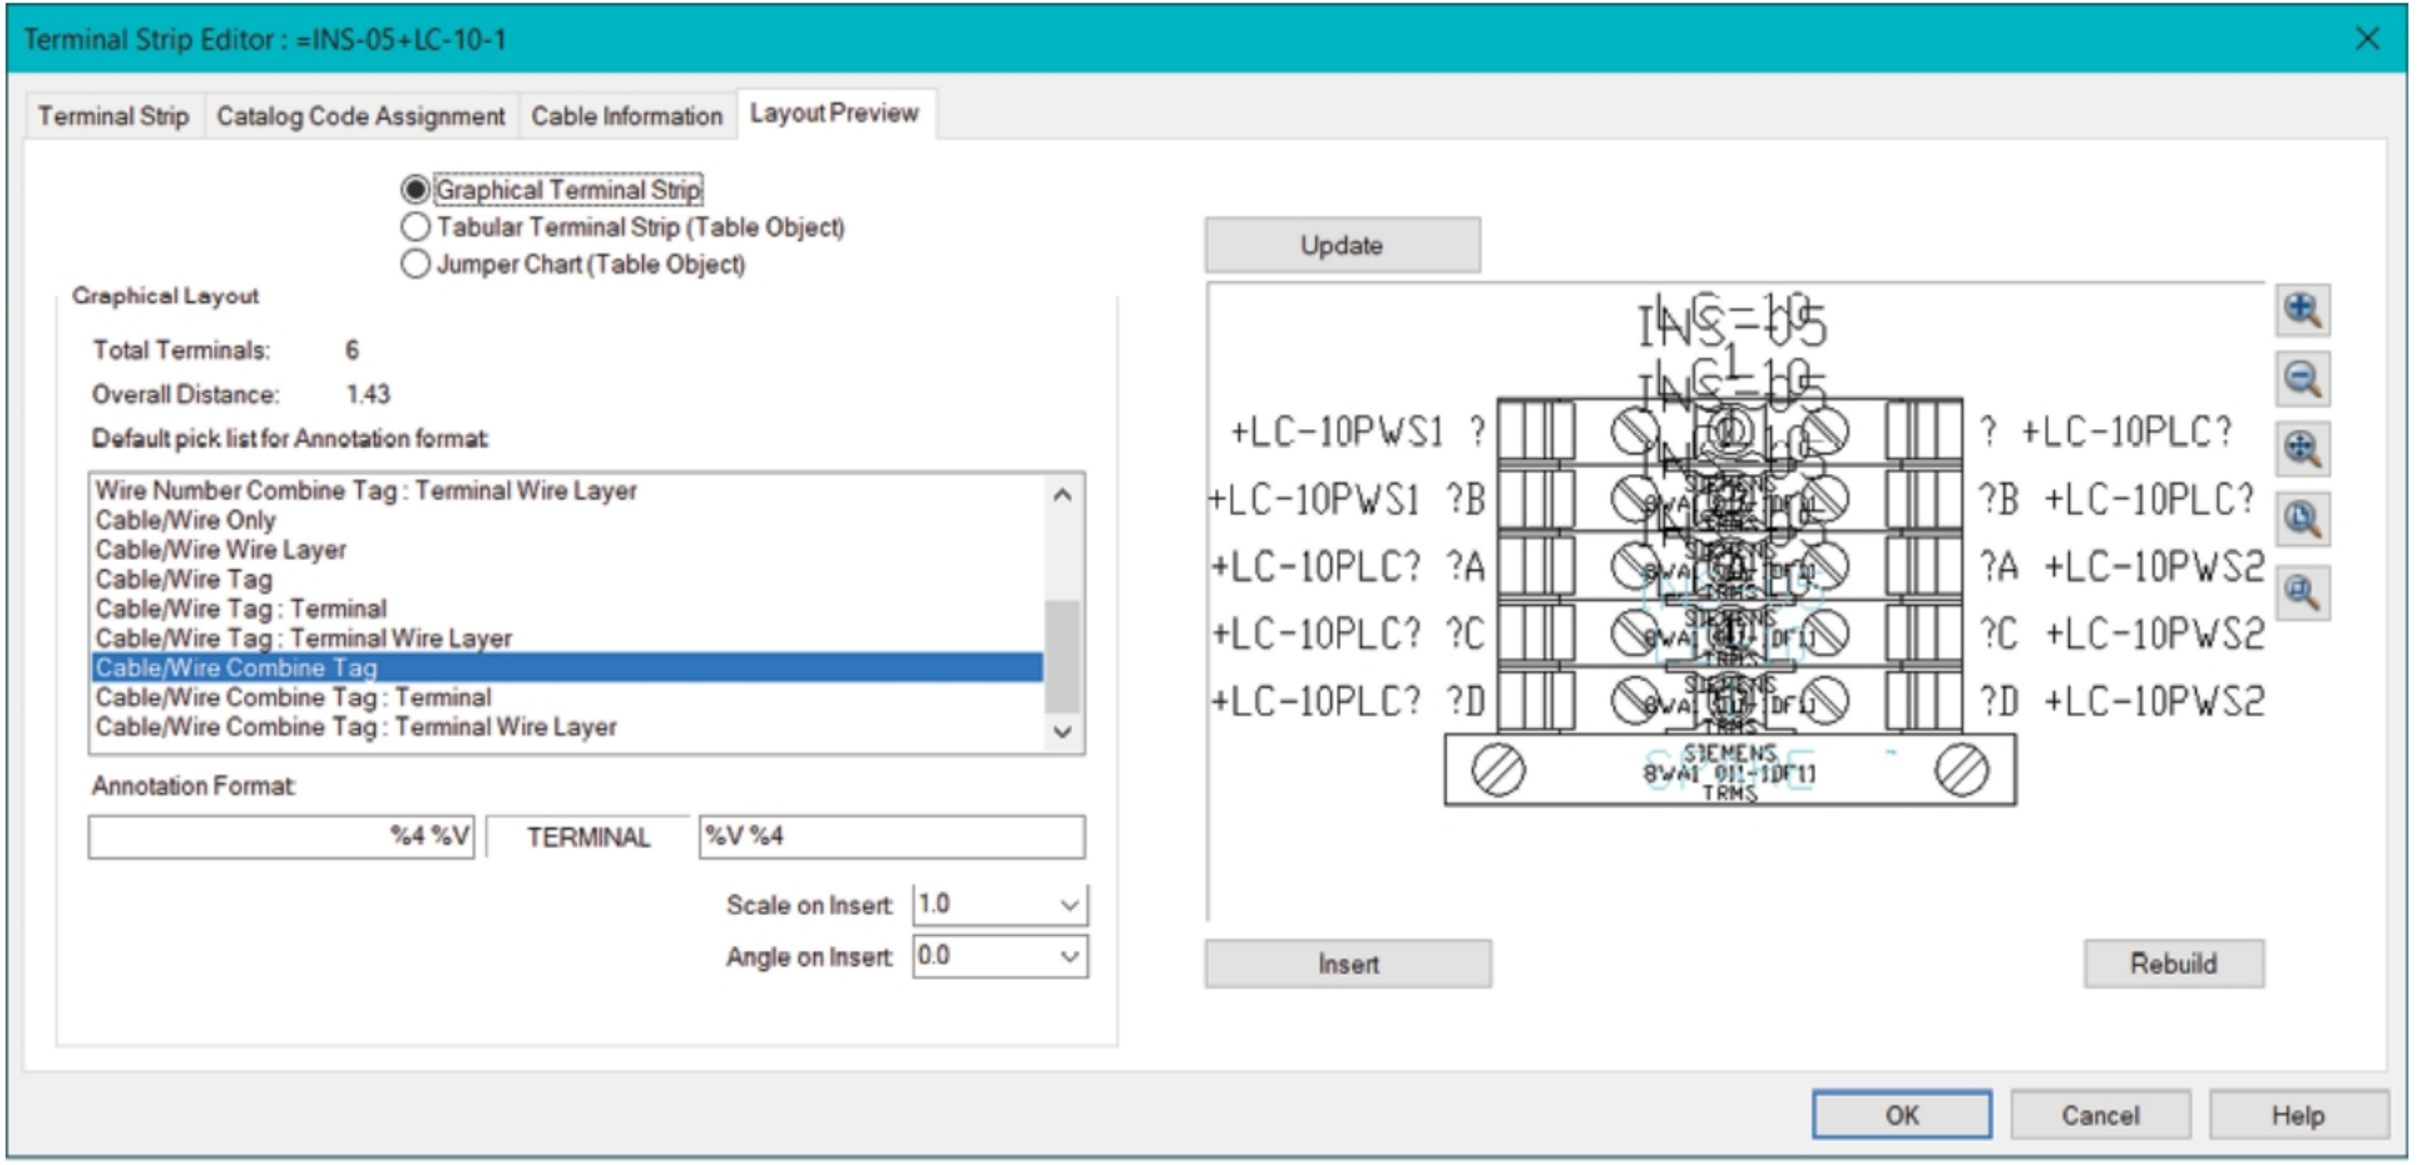

Figure-35. Layout Preview tab
- Click on the **Layout Preview** tab from the dialog box to check and modify the graphical representation of the terminal strip; refer to Figure-35.